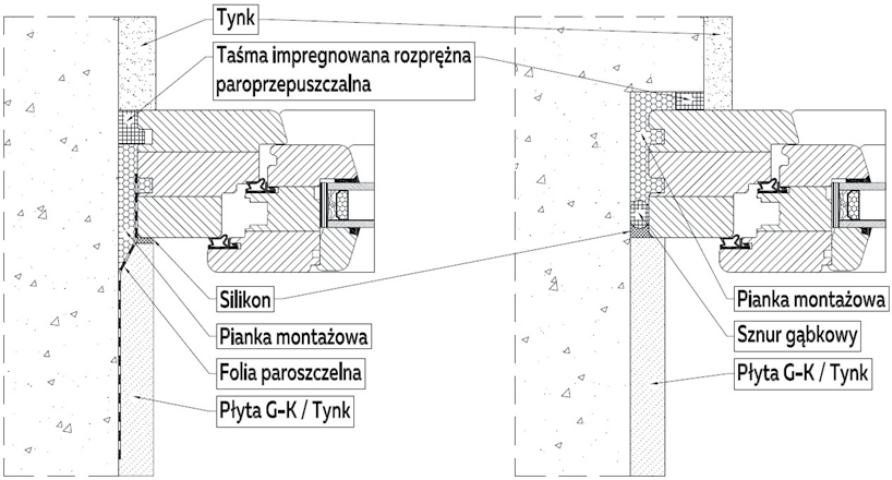

Rys. 5. Uszczelnienie szczelin między oknem bez węgarka i z węgarkiem w ościeżu ściany pełnej
- dla otworu okiennego bez węgarków – do zewnętrznej krawędzi ościeżnicy na górze i po bokach tak by taśma uszczelniła przestrzeń między ościeżnicą a murem (rys. 5 str. 9),
- dla otworu okiennego z węgarkami – do krawędzi węgarka tak by taśma uszczelniła przestrzeń między ościeżnicą a węgarkiem i nie wychodziła poza światło otworu (rys. 5 str. 9).
15. Wewnętrzną część spoiny na całym obwodzie uszczelnić stosując folię paroszczelną lub silikon (rys. 5 str. 9). W celu prawidłowego ukształtowania spoiny oraz zmniejszenia zużycia silikonu można zastosować sznur gąbkowy (rys. 5 str. 9).
b) od wewnątrz (pianka, folia paroszczelna lub silikon); zatynkować, zasłonić płytą G-K (gips-karton) lub tynkiem (rys. 5 str. 9).